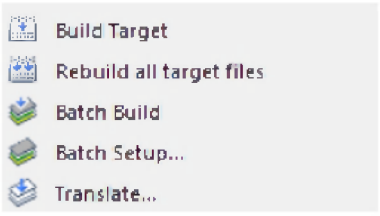

Рисунок 10
4.2.3 Запустить компиляцию через меню Project\Rebuild all target files (Рисунок 10) или нажав кнопку Rebuild, расположенную на верхней панели.